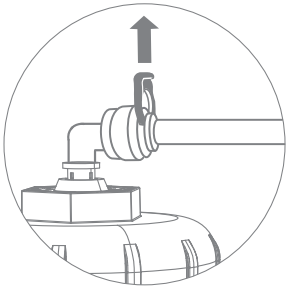

Рис. 25
3. Отсоедините стопорную клипсу, фиксирующую цангу (рис. 25). Отсоедините трубку, удерживая цангу прижатой к корпусу (см. раздел «Удаление заглушек и отсоединение трубок» (стр. 9)). При необходимости отсоедините все трубки от корпуса мембраны и извлеките его из корпуса фильтра.